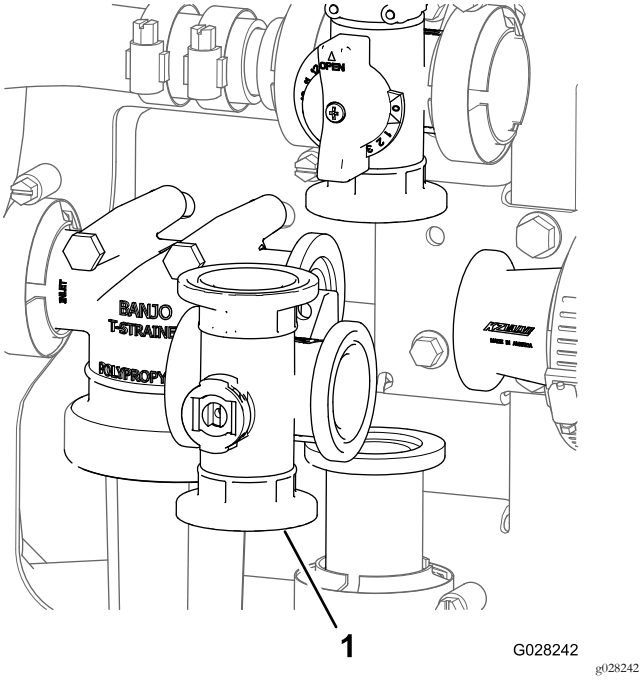

Figura 113
2. Retire o coletor da válvula de agitação da máquina (Figura 113).